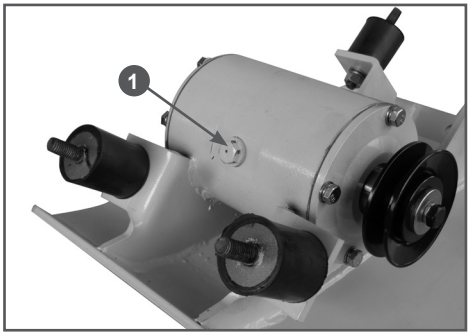

Рис. 21 Расположение пробки для заправки масла в вибратор
5. Очистите зону вокруг пробки 1 отверстия для слива/заправки масла в вибратор после чего ослабьте её затяжку (Рис. 21).